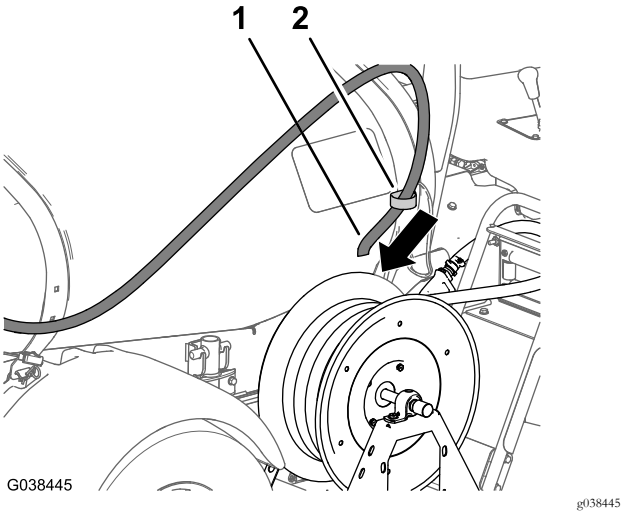

Figura 97
5. Monte a tubagem de entrada através do grampo de suporte na faixa dianteira do depósito de pulverização (Figura 97).